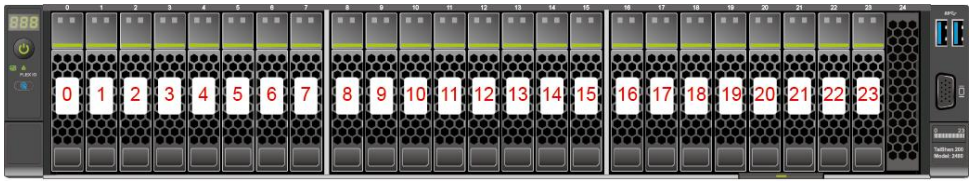

图 4-10 24x2.5 英寸硬盘 RAID 直通配置的硬盘编号
- 24x2.5 英寸硬盘 RAID 直通配置的硬盘编号如图 4-10 所示。